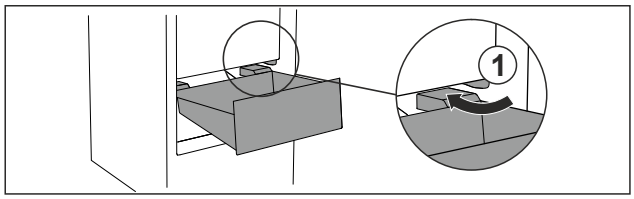

Fig. 137
- ▶ Ghidați sertarul oblic în jurul opritorului *Fig. 137 (1)*.